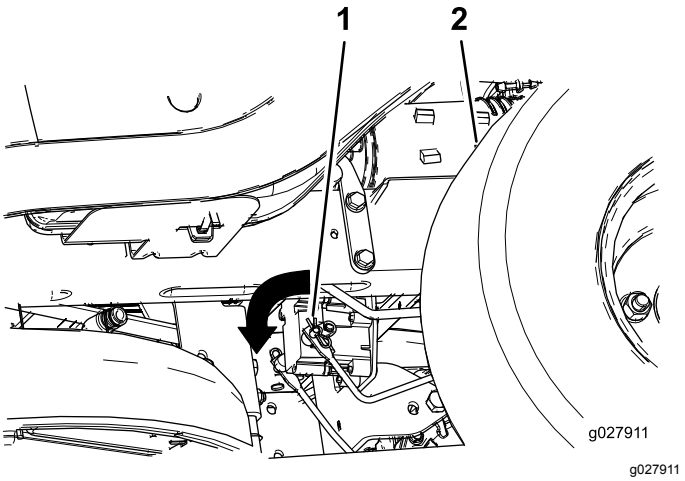

Figur 50
2. Lokalisera elbromsens axel där bromsens länkarmar har anslutits (Figur 50).